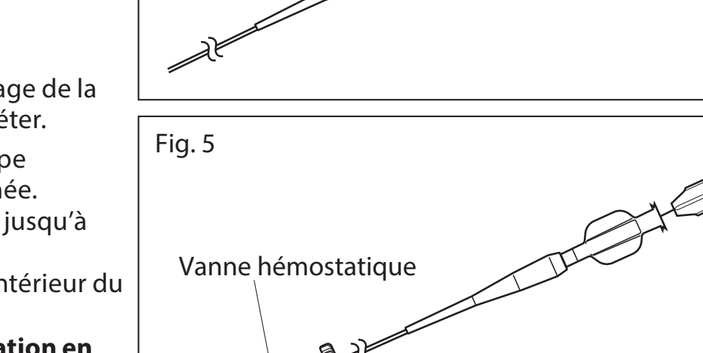

Fig. 4
6. Fixez une vanne hémostatique ou une vanne hémostatique rotative (de type Tuohy-Borst) à l'embout du cathéter, si nécessaire. Insérez un guide métallique, préalablement plongé dans une solution saline héparinée et de taille compatible dans le cathéter à travers son embout ou la vanne fixée, et faites avancer le guide métallique vers l'extrémité distale du cathéter. Si vous utilisez une vanne hémostatique, insérez l'inséreuse fournie dans la vanne et insérez le guide métallique à travers l'inséreuse. Il est possible de fixer un dispositif de torsion à l'extrémité proximale du guide métallique pour faciliter la manipulation du guide métallique (Fig. 4). Afin de maintenir le pouvoir lubrifiant de la surface, immergez l'ensemble cathéter et guide métallique dans un bain de solution saline héparinée ou replacez-le dans le support du cathéter rempli avec une solution saline héparinée.